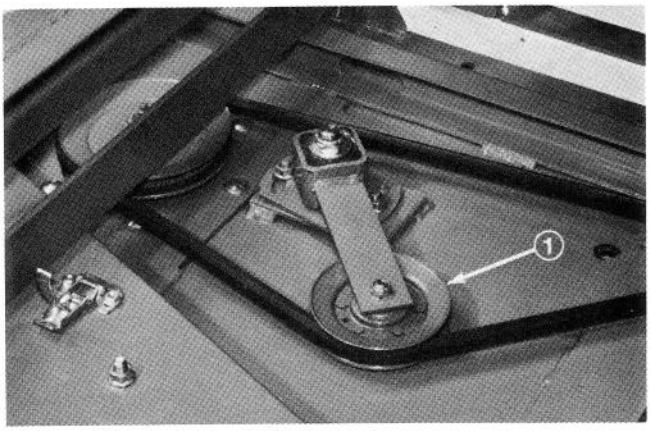

Figure 1
3. Loosen (2) nuts securing idler plate so tension of the idler pulley against the belt is released (Fig. 1).
4. Remove belt from right spindle pulley (Fig. 1).